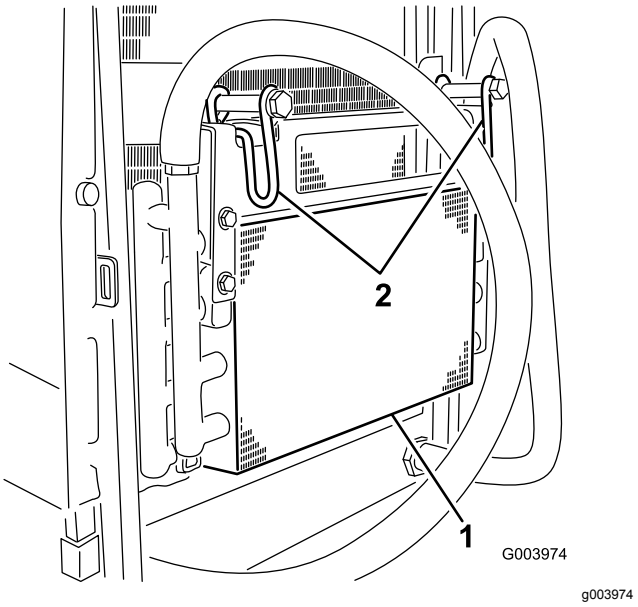

Figure 63
5. Pivotez les verrous vers l'intérieur pour dégager le refroidisseur d'huile (Figure 63).